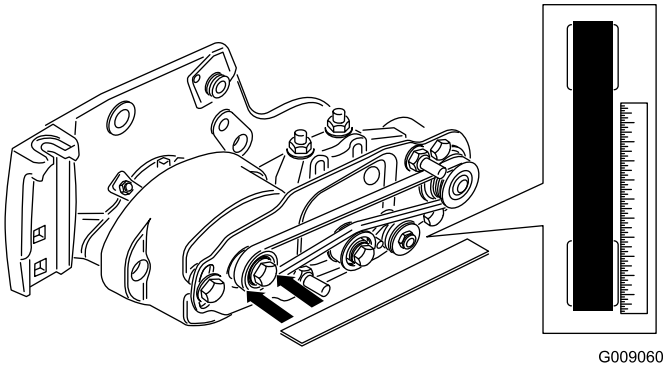

**Figura 17**
- Appoggiate un regolo sulla superficie esterna della puleggia **motrice** (Figura 17). **Non** appoggiate il regolo sulla puleggia motrice e la puleggia condotta.